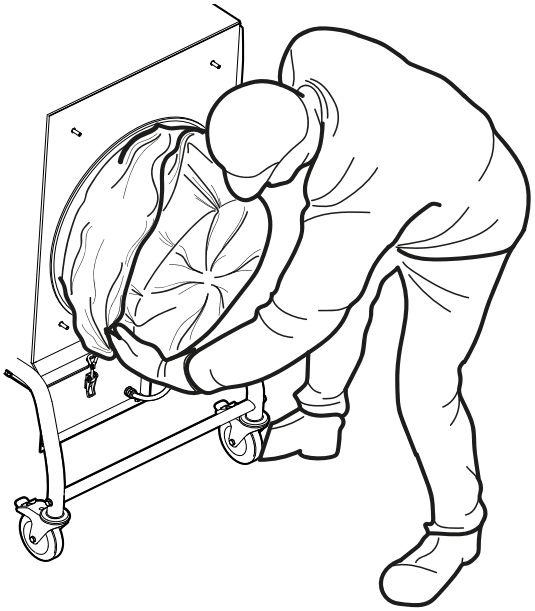

Fig. 21
8. Passez le sac de filtre CMF PCW3 sur la cartouche de filtre (**Fig. 21**). Contrôlez que le sac de filtre ne se coince pas sous les brosses sous la cartouche de filtre.